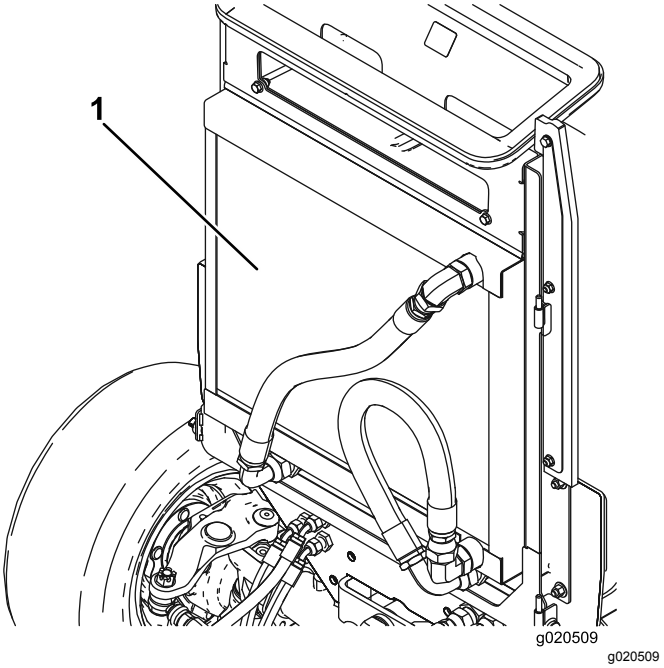

Figur 73
3. Rengør begge sider af oliekøleren og køleren (Figur 73) grundigt med trykluft. Start fra forenden, og blæs snavs ud mod bagsiden. Rengør dernæst fra bagsiden, og blæs mod forenden. Gentag proceduren adskillige gange, indtil snavs og avner er fjernet.